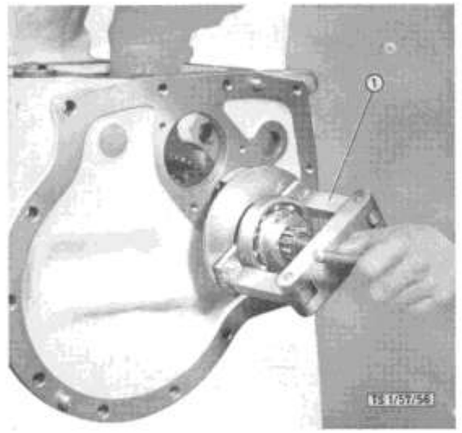

Bild 105: **Abziehen des Kugellagers und Dichtringes mittels Vorrichtung**
9. Seegerring (104/34) mittels Seegerringzange aus der Vorgelegewelle herausnehmen und Vorgelegewelle nach rückwärts heraustreiben. An das rückwärtige Kugellager (104/37) Vorrichtung (105/4) ansetzen und Kugellager samt Bundbüchse (104/36) von der Vorgelegewelle herunterziehen (Bild 105), nun läßt sich die Vorgelegewelle aus dem Gehäuse herausnehmen.